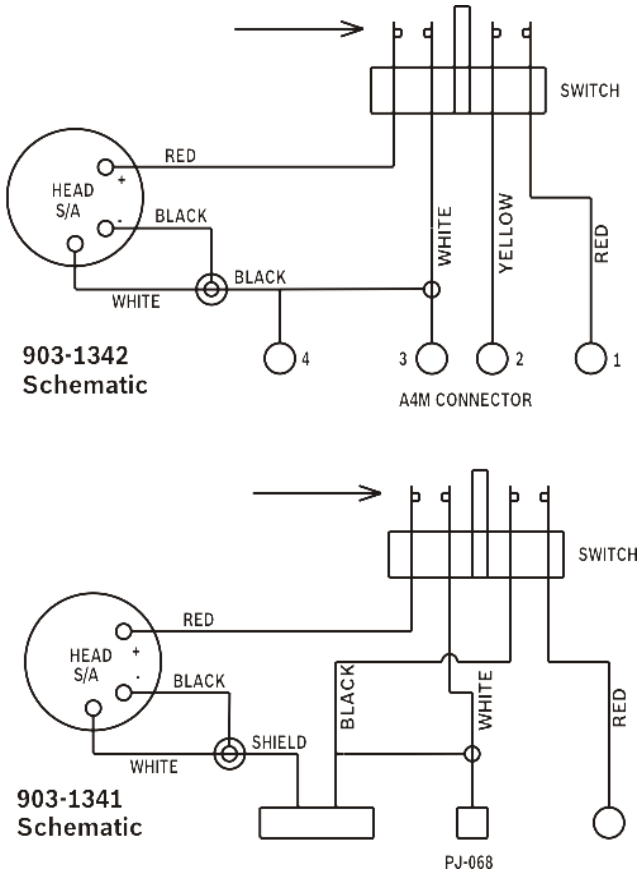

FIGURE 2. 903-1341 & 903-1342 Schematics
8. **Check at Switch Operation:** (see Figure 2)
c. Depress switch and check resistance between read and black leads. (Tip and sleeve on PJ068 plug.) (Pin 1 and Pin 2 on A4M.) It should be zero (0).